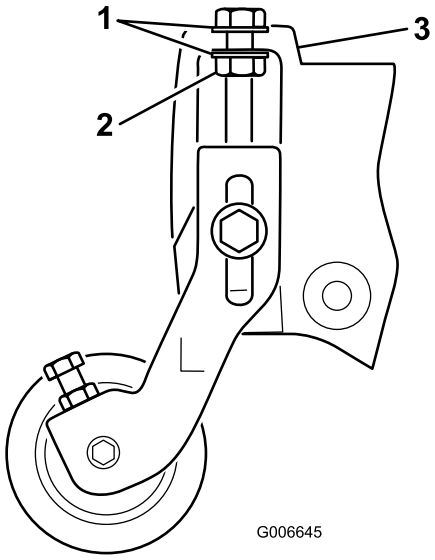

Figura 5
Nota: Posizionate le rondelle sui bulloni di regolazione dell'altezza di taglio da ciascun lato della flangia, sulla piastra laterale (Figura 5).
10. Serrate il dado di bloccaggio sul bullone di regolazione dell'altezza di taglio finché le rondelle non vengono a contatto con la flangia della piastra laterale, quindi allentate il dado di mezzo giro (Figura 5).